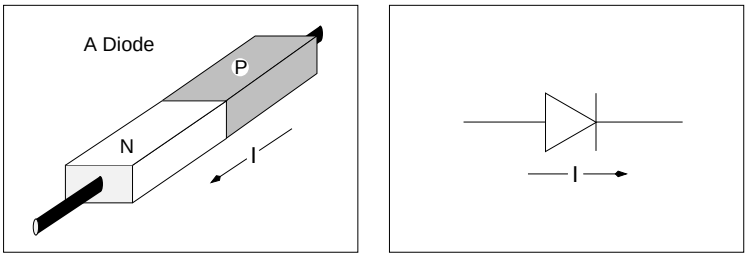

Figure 9
NOTE: Silicon diodes (Fig. 9) are junctions between silicon semiconductors with different type doping: n-type with an impurity which easily donates electrons, e.g. phosphorus (P) in silicon;[4] and p-type with an "acceptor" impurity, e.g. aluminium (Al) in silicon[5]. The junction between the two types becomes a very non-linear device which if subjected to an electric field acts almost as a one way valve to current flow. The diode symbol has the arrow pointed in the direction of conventional easy current flow (from p-type to n-type) though actual electron flow may be in the opposite direction.